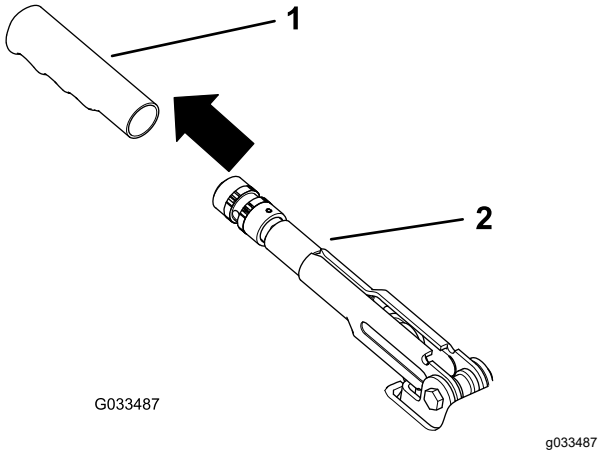

Figur 56
1. Fjern gummigrebet fra parkeringsbremsehåndtaget (Figur 56).
5. Monter gummigrebet på parkeringsbremse-håndtaget (Figur 56).